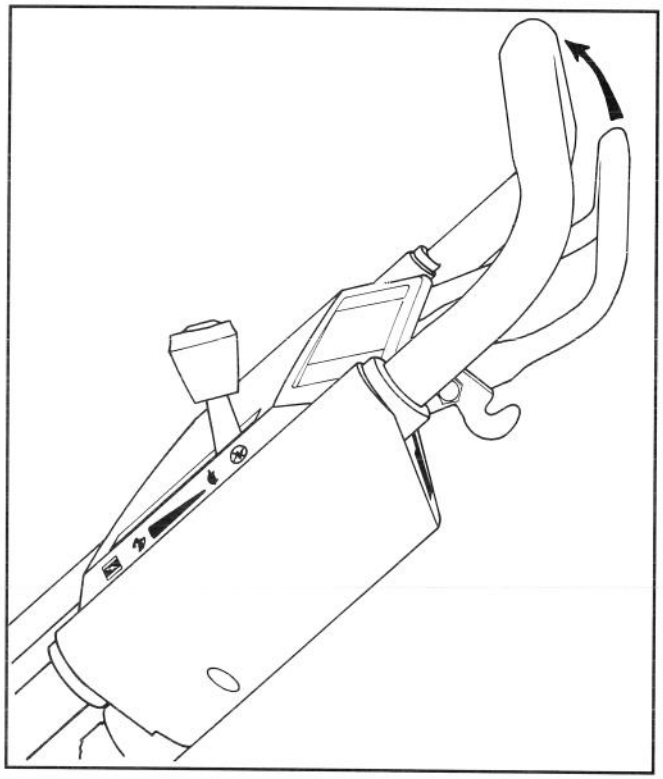

Abbildung 10
4. FAHRBETRIEB (selbstgetriebenes Modell) (Abb. 10)—Den Antriebshebel gegen den Gestängegriff drücken, um den Mäher in Bewegung zu setzen. Wird der Antriebshebel losgelassen, wird auch der Antrieb ausgeschaltet.